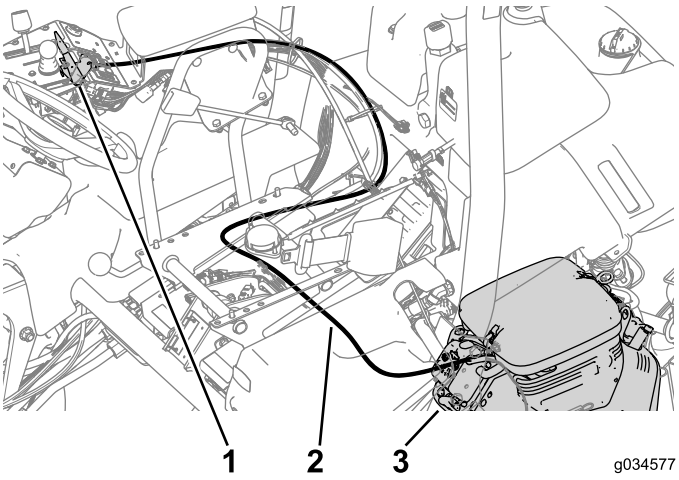

Figur 18
1. Følg den oprindelige kabelføring for at føre det nye chokerkabel og fastgøre det til maskinen med kabelbånd (Figur 18).
2. Slut kablet til chokeren på motoren (Figur 18).